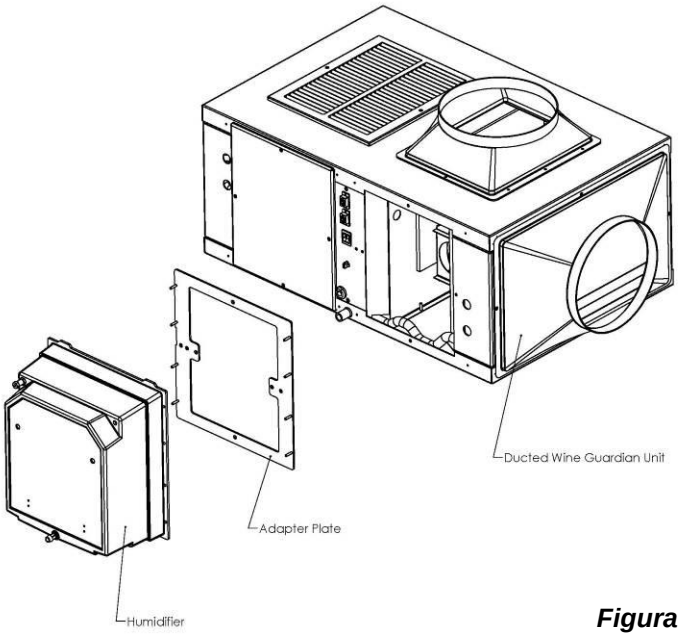

Figura 5.0
2) Selezionare la piastra adattatrice idonea per l'unità di raffreddamento. I modelli D200 e SS200 per l'unità da 60 Hz e WG175 per l'unità da 50 Hz richiedono una piastra adattatrice più grande e l'installazione sull'apertura laterale utilizzando le viti del pannello rimosso in precedenza. La piastra adattatrice consente di montare l'umidificatore sia in una posizione sul davanti che all'indietro verso il centro, semplicemente ruotando la piastra adattatrice di 180 gradi. **(Vedere Figura 5.0)**